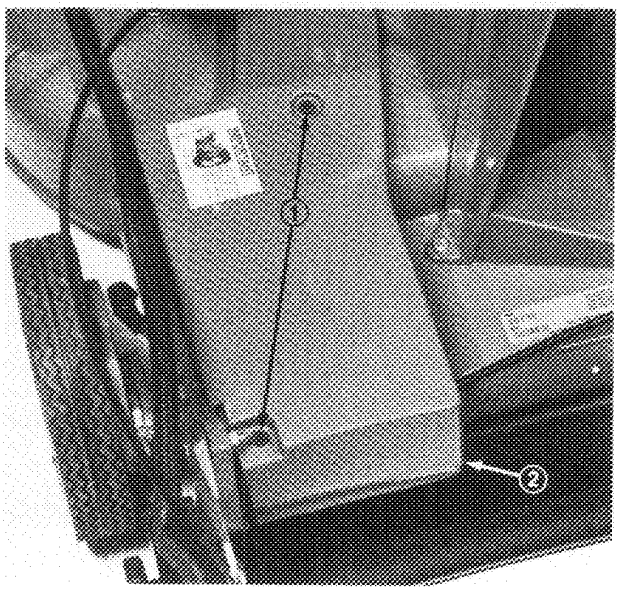

Figure 32
3. Remove two capscrews securing transmission cover and remove cover (Fig. 32).